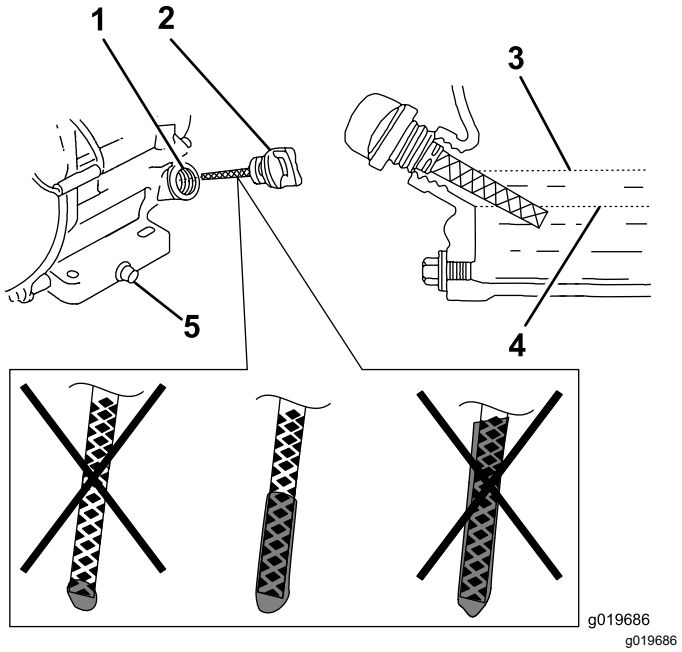

Rysunek 26
6. Wyjmij wskaźnik poziomu i sprawdź poziom oleju (Rysunek 26).